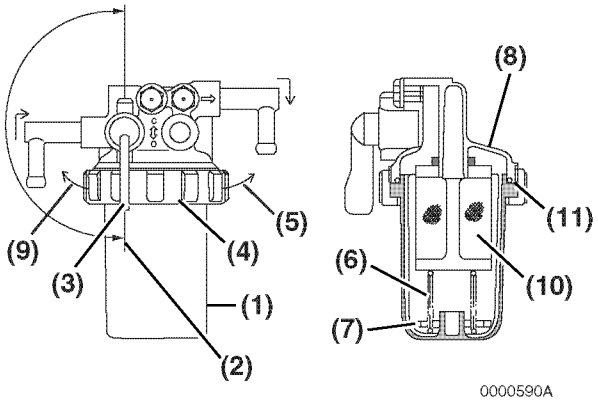

***Figure 17***
1. Position an approved container under the cup **(Figure 17, (1))** of the fuel filter / water separator to collect the contaminants.
2. Close **(Figure 17, (2))** the fuel cock **(Figure 17, (3))**.
3. Turn the retaining ring **(Figure 17, (4))** to the left **(Figure 17, (9))**.
4. Carefully remove the cup **(Figure 17, (1))**. Remove the retaining spring **(Figure 17, (6))** and float **(Figure 17, (7))** from the cup. Pour the fuel into an approved container and dispose of waste properly. Hold the bottom of the cup with a shop towel to prevent the fuel from dripping. Wipe up any spills immediately.
6. Remove the mesh filter **(Figure 17, (10))** by pulling it down.
8. Inspect condition of the O-ring **(Figure 17, (11))**. Replace if necessary.
9. Put the float **(Figure 17, (7))** and retaining spring **(Figure 17, (6))** inside the cup.
10. Install the cup to the mounting flange **(Figure 17, (8))** and turn the retaining ring **(Figure 17, (4))** to the right **(Figure 17, (5))**. Hand-tighten only.
11. Open the fuel cock **(Figure 17, (3))**.